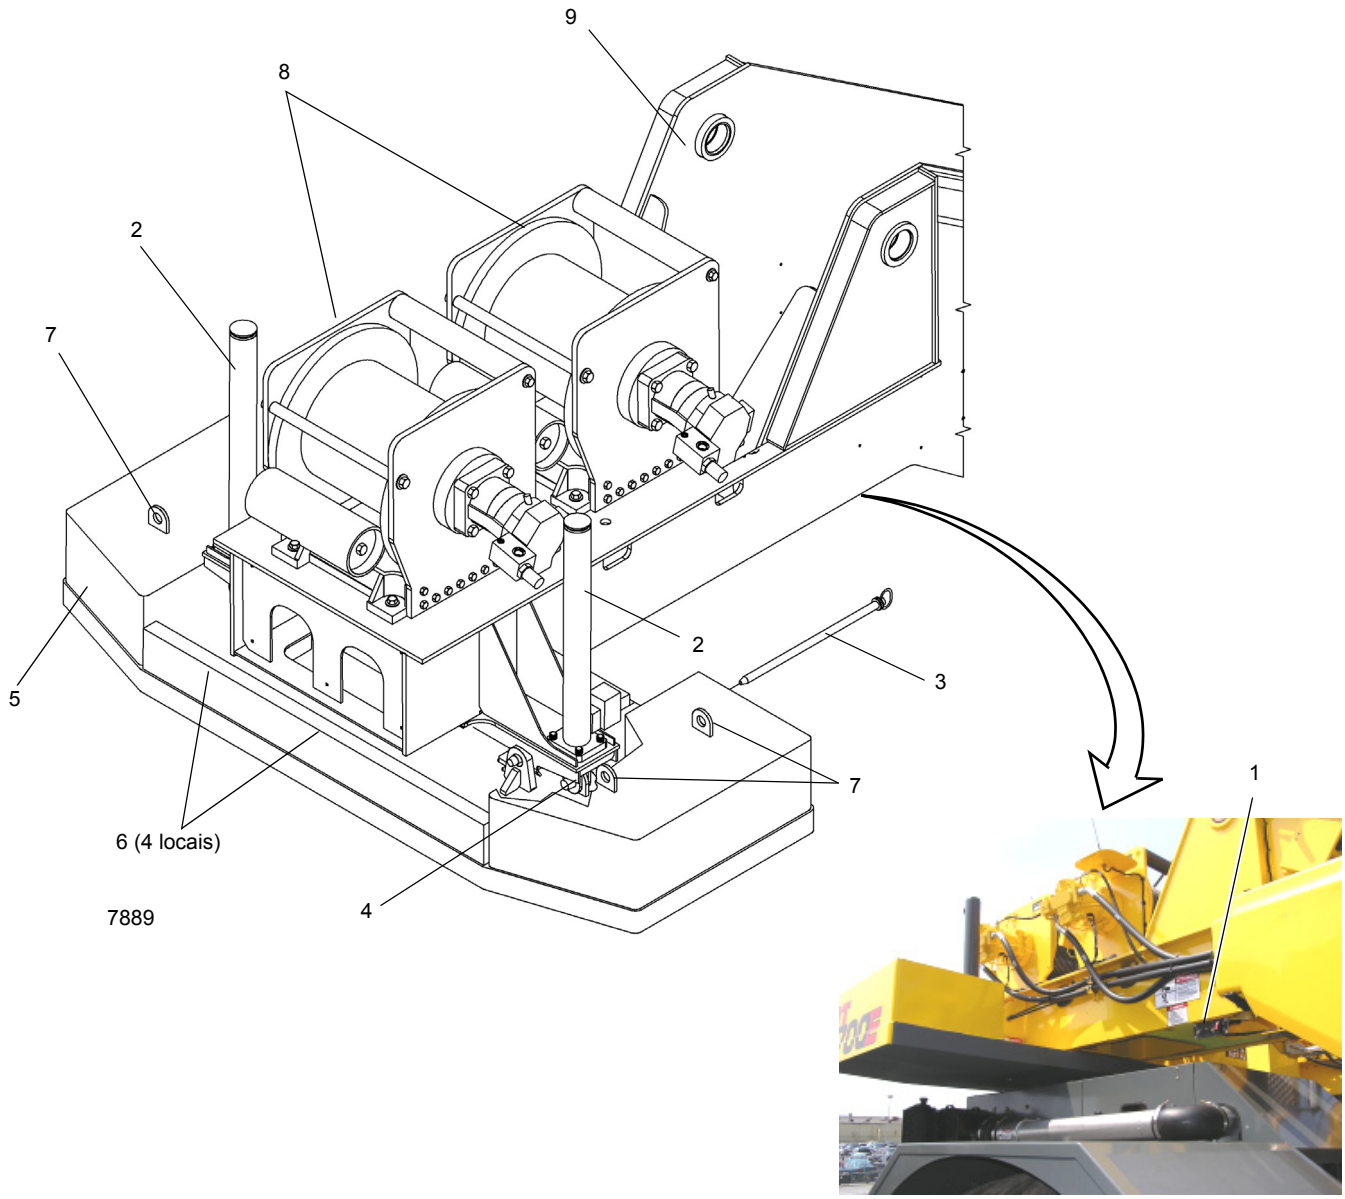

FIGURA 5-12
3. Utilizando as chaves da válvula de controle de remoção do contrapeso Figura 5-11 e Figura 5-12 eleve os cilindros do contrapeso para aliviar o peso nos conjuntos de pinos do contrapeso (os que fixam o contrapeso removível na superestrutura).